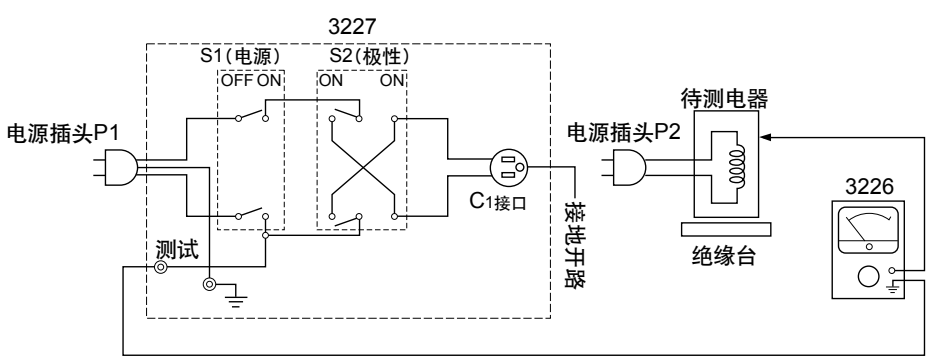

图2: 连接图
12. 开始操作电器。电器达到稳定工作状态时，测量漏电电流。不使用3227测试盒时，建立类似于图2的电路并进行测量。